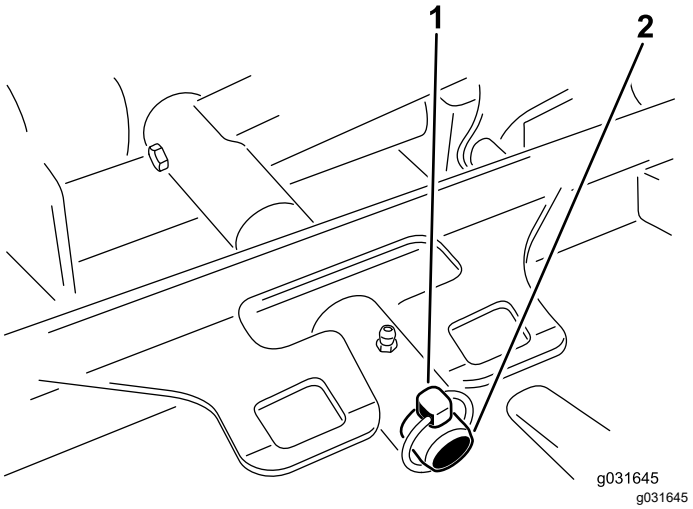

Figur 69
3. Ta bort den hjulsprint eller fästmutter som fäster däckets bärram vid lyftarmens svängtapp (Figur 69).
3. Skjut på däckets bärram på lyftarmens svängtapp och fäst den med hjulsprinten eller fästmuttern (Figur 69).